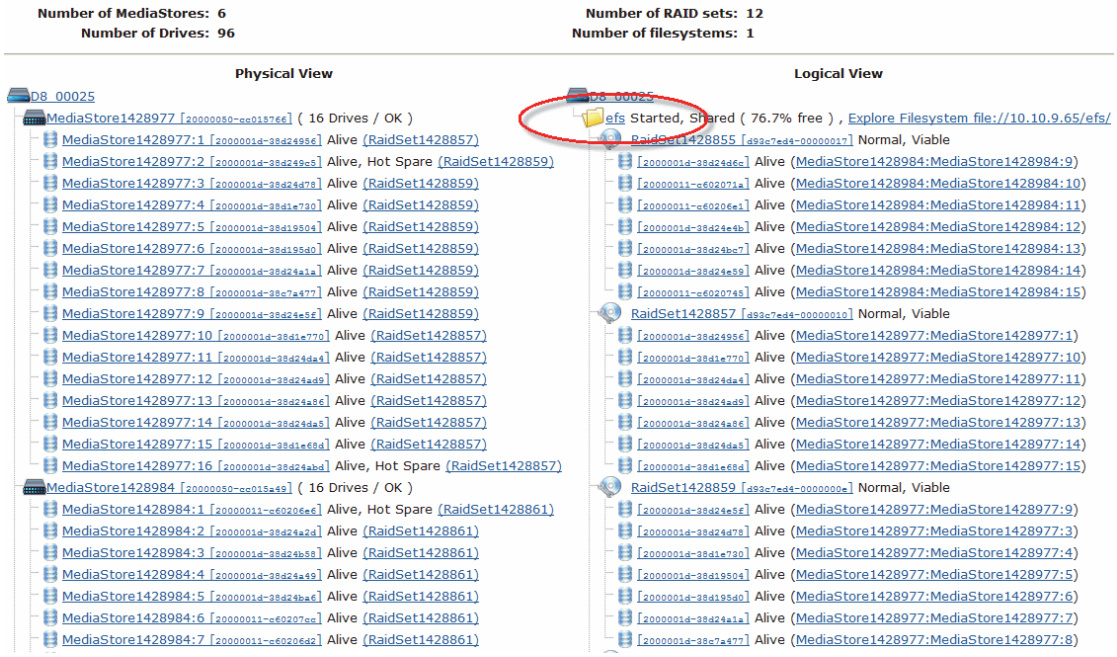

Figure 4–1: Opening the File System Utilities
b. Click on the name of the new MediaDirector. This will take you to the **Disk Utilities** page for the new MediaDirector. There are two columns displayed, the Physical View and Logical View. At the top of the Logical View column, there is a link to the file system, as shown in *Figure 4–1*.
c. Click on the link to the file system name listed (**efs**) to open **File System Utilities** page (See *Figure 4–2*).